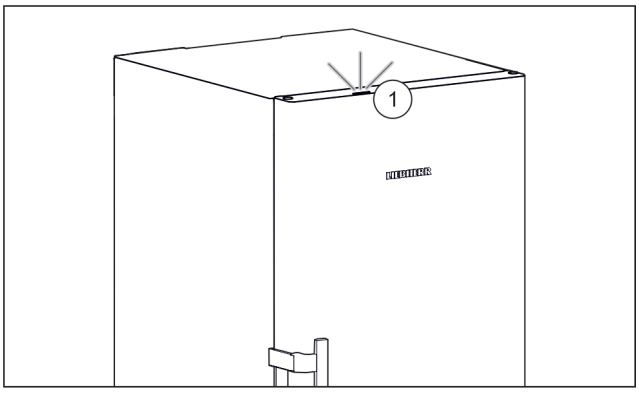

Fig. 51 Active status light when the door is closed
▷ Status light *Fig. 51 (1)* is activated.